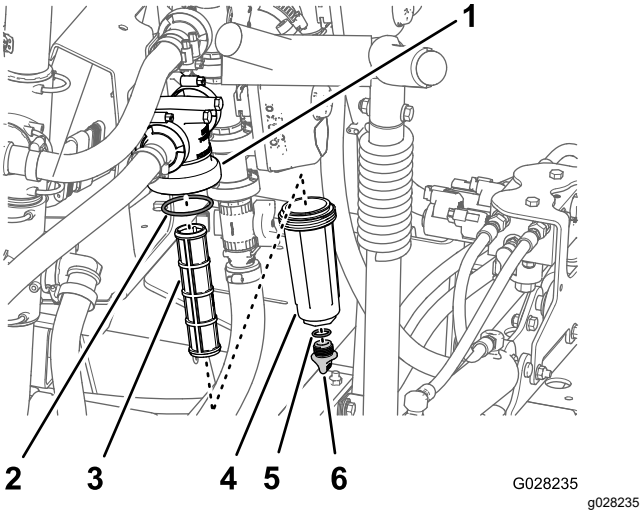

Figuur 111
2. Plaats een opvangbak onder het drukfilter (Figuur 111).
3. Draai de aftapplug linksom en neem ze van de bak van het drukfilter (Figuur 111).
4. Draai de bak linksom en verwijder hem van de filterkop (Figuur 111).
5. Verwijder het oude drukfilterelement (Figuur 111).
6. Controleer de O-ring voor de aftapplug (in de bak) en de O-ring voor de bak (in de filterkop) op schade en slijtage (Figuur 111).
7. Monteer het nieuwe drukfilterelement in de filterkop (Figuur 111).
8. Maak de bak handmatig vast op de filterkop (Figuur 111).
9. Maak de plug met de hand vast op de bak (Figuur 111).